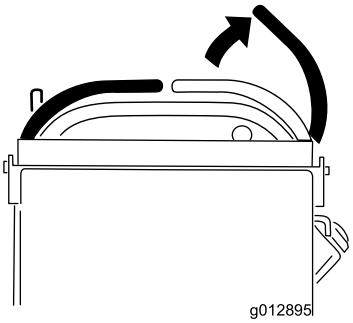

**Figur 12**
- Flytt bevegelseskontrollspakene til fri og høyre bevegelseskontrollspak til nøytral, låst stilling (Figur 12).